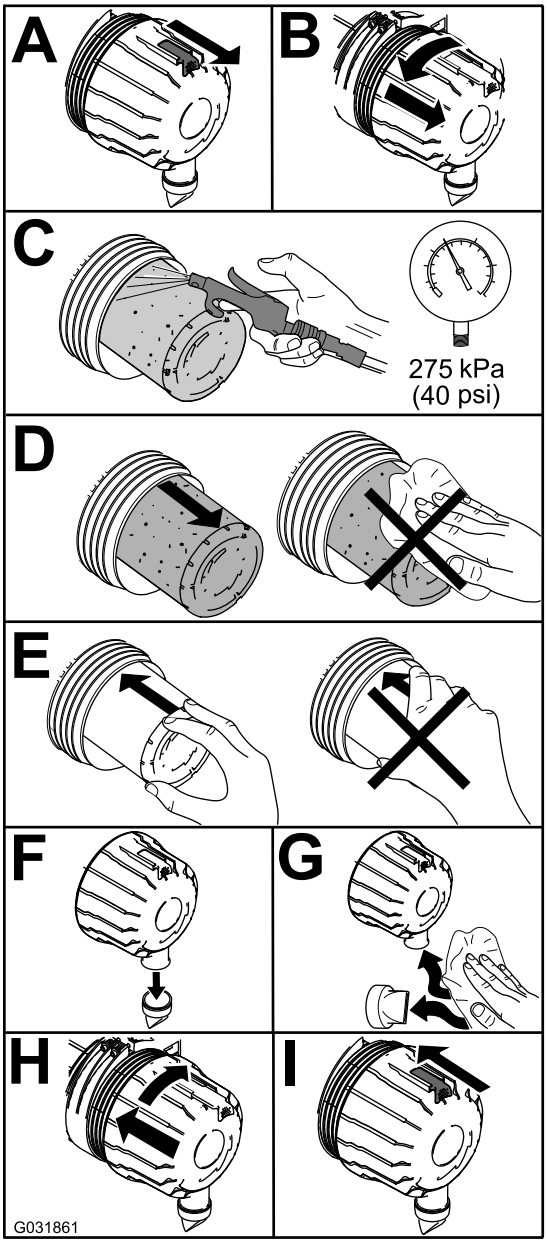

Figuur 55
1. Vervang het luchtfilter (Figuur 55).